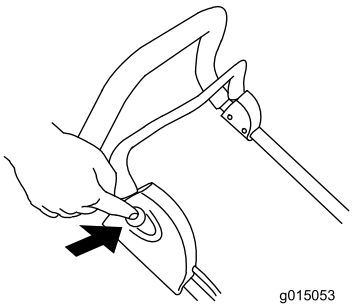

**Figur 9**
3. Tryck på knappen på handtagets högra sida och håll den intryckt (Figur 9).